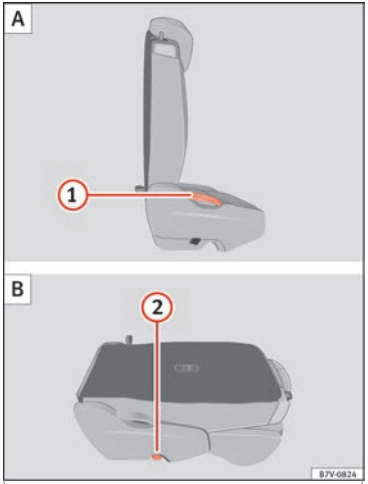

Fig. 163 Second row of seats: folding the rear seat A, rear seat as load space B.
- Pull lever ››› **Fig. 163** ① back and fold the seat backrest forwards. The complete rear seat folds forward ››› ⚠.
- Fold the seat backrest forwards until it locks into the load surface position ››› **Fig. 163 B**.
- Pull lever ››› Fig. 163 ① upwards and place the seat backrests in vertical position. The entire seat folds backwards.